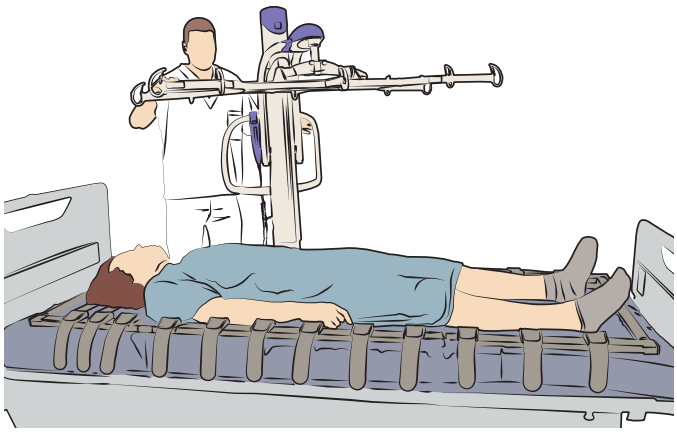

Fig. 23
3. Soulevez le berceau. Éloignez le lève-personne au sol du patient. Voir fig. 23.